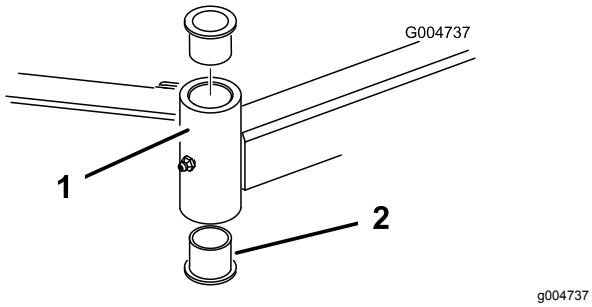

Figuur 108
4. Sla een drevel in de boven- of onderkant van de bevestigingsbuis en tik de lagerbus uit de buis (Figuur 108).